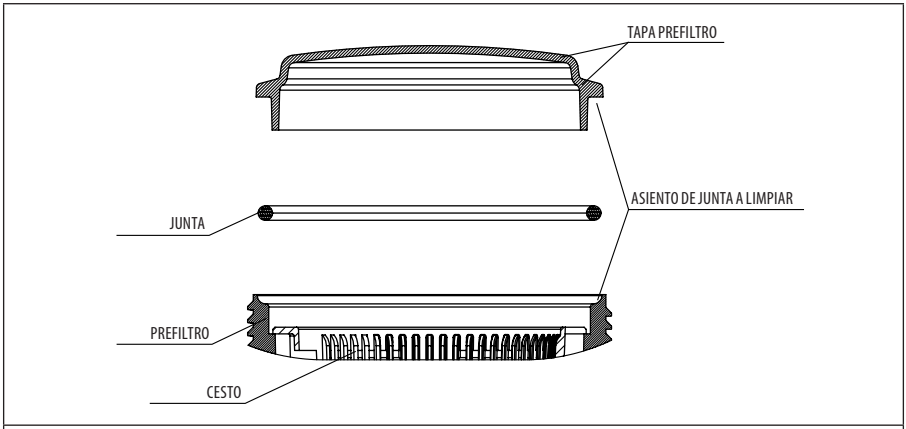

FIGURA 9
- Cada vez que se abra el prefiltro, limpiar de impurezas el asiento de la junta y la propia junta, para asegurar la estanqueidad en el cierre de la tapa (FIGURA 9).